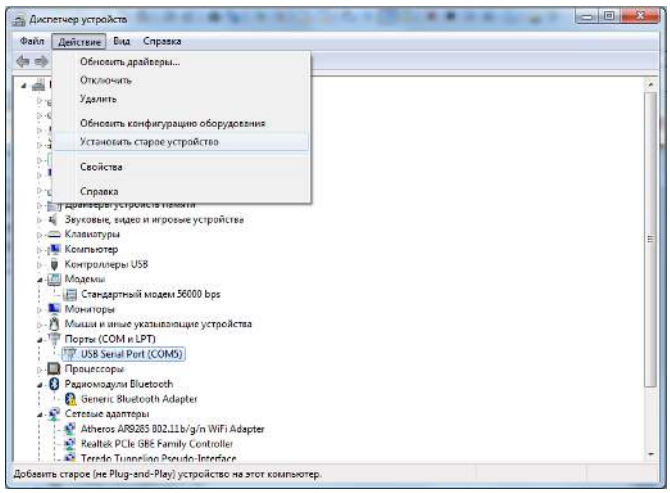

Рис. 2.2
2.2.2.1 Установить оптическую головку в операционную системы в качестве модема (рис. 2.2)
В меню «Действие» выбрать «Установить старое устройство» (рис. 2.2)